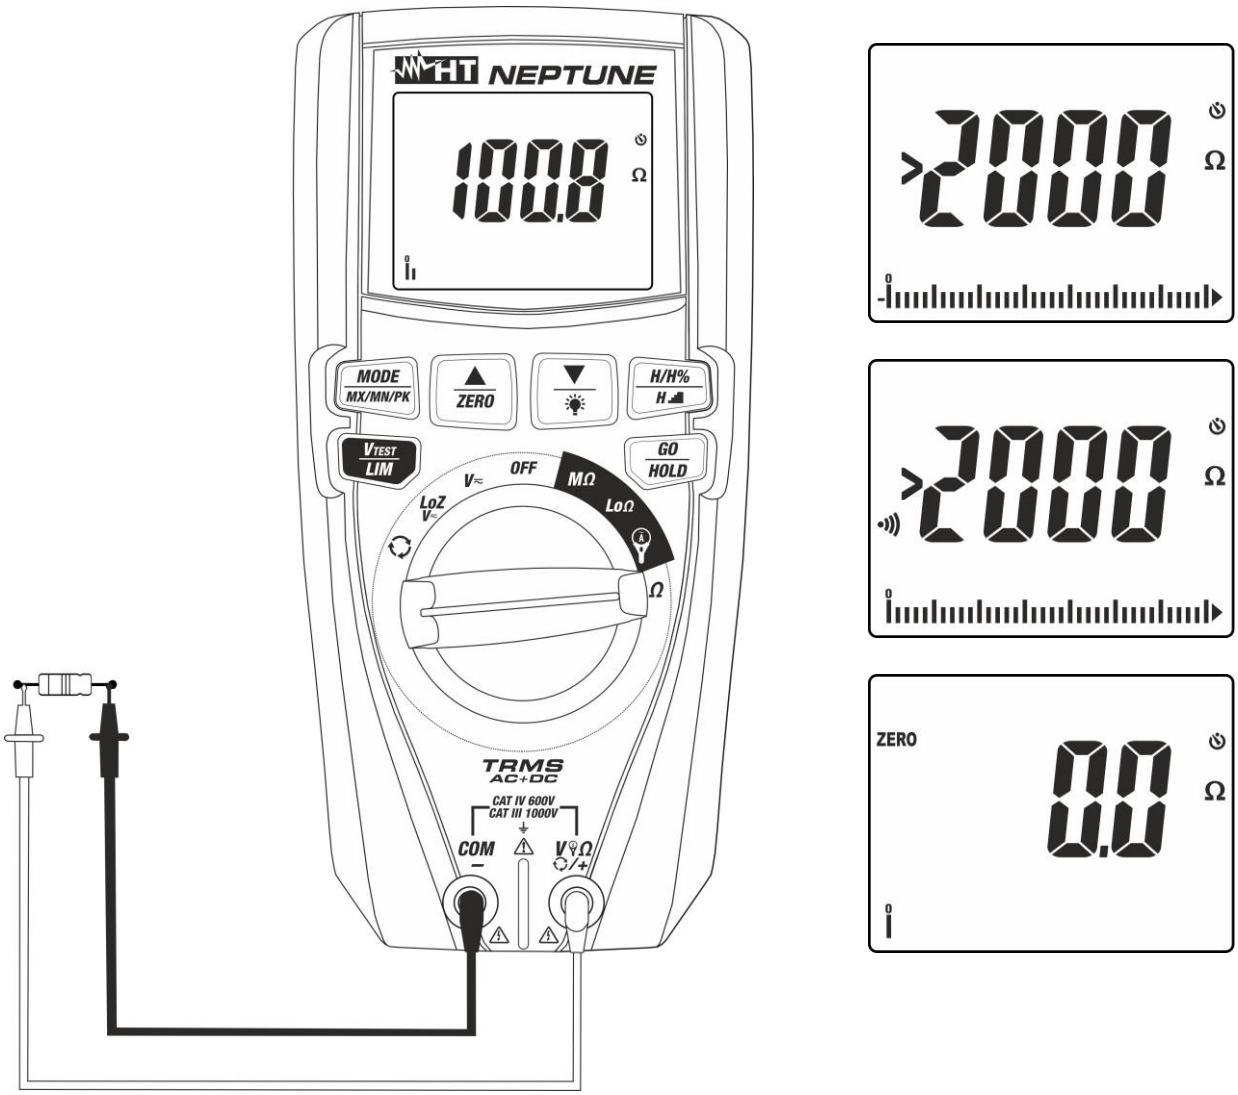

Fig. 9: Uso do instrumento para medir Resistências e efetuar o Teste de Continuidade
4. Colocar as ponteiras nos pontos pretendidos do circuito em exame (ver Fig. 9). O valor da resistência é apresentado no display
5. Se no display aparecer a mensagem "**>2000Ω**" (ver Fig. 9) atingiu-se o fundo de escala do instrumento